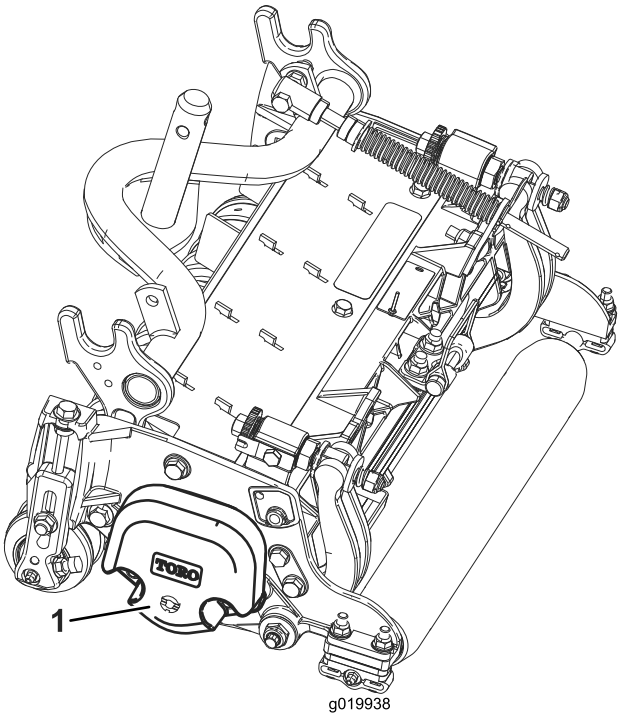

Figuur 3
5. Zorg ervoor dat het contragewicht (Figuur 3) wordt gemonteerd aan het juiste uiteinde van de maai-eenheid volgens de instructies in de *Gebruikershandleiding* van de maai-eenheid.